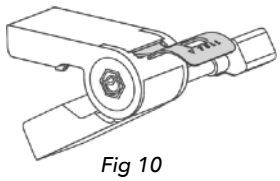

Fig 10
1. Open the CT loop by pulling plastic tab up and out towards 'PULL' arrow direction. ***Fig 10.***